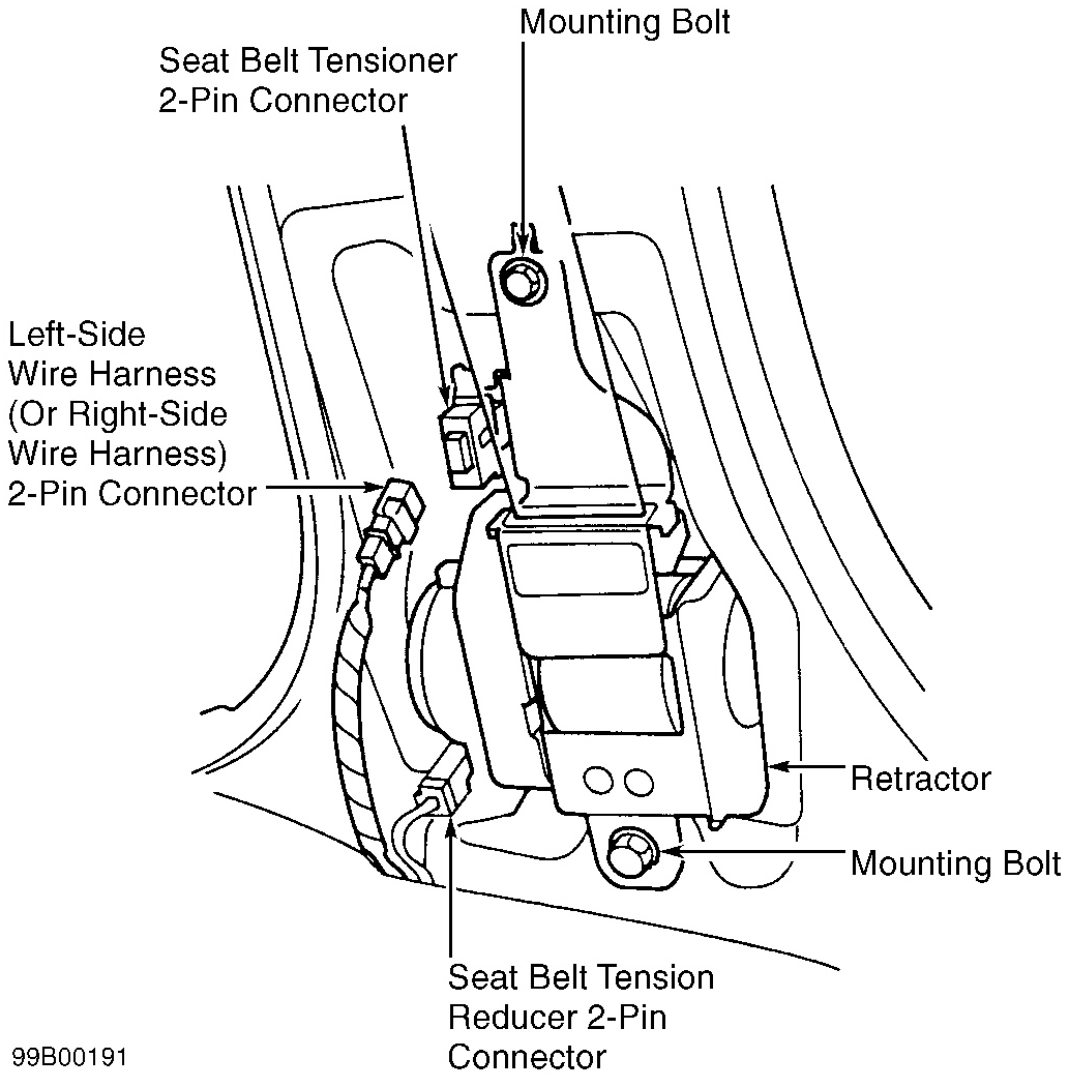

Fig. 13: Removing & Installing Seat Belt Tensioner
1. Before proceeding, see **AIR BAG SAFETY PRECAUTIONS** . Disable air bag system. See **DISABLING SYSTEM** under DISABLING & ACTIVATING AIR BAG SYSTEM. Remove appropriate B-pillar trim panel. Disconnect side wire harness 2-pin connector from seat belt tensioner connector. See **Fig. 13** . Remove shoulder harness anchor bolts. Remove seat belt tensioner mounting bolts and tensioner.